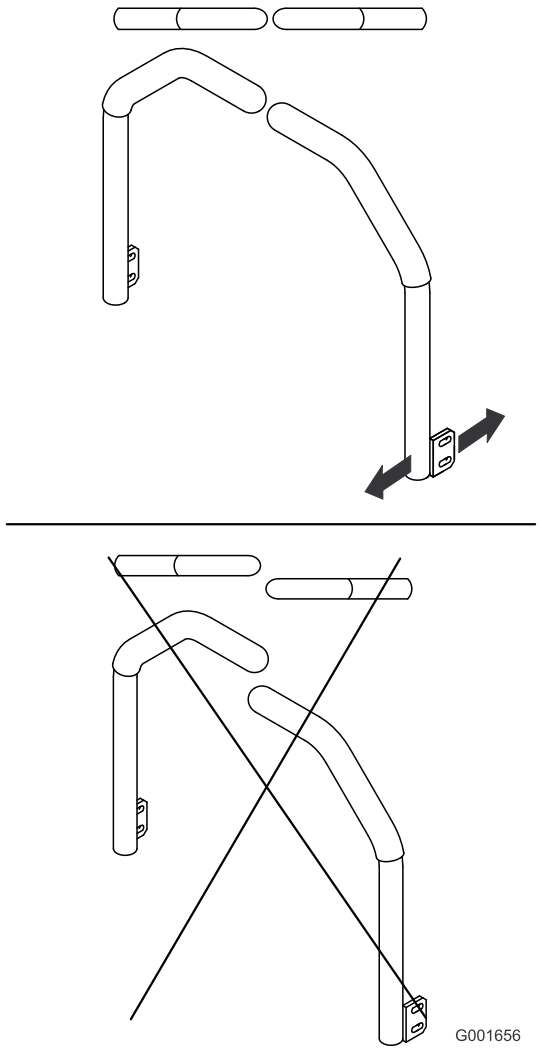

Figuur 59
5. Stel de rijhendels zodanig af dat ze in een lijn staan en draai de bouten vast waarmee de rijhendels worden bevestigd aan de steunen (Figuur 59).